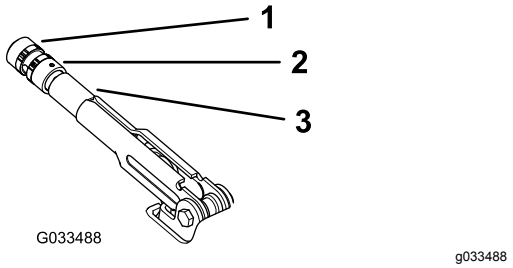

Figur 64
2. Løsn sætskruen, der fastgør skruen til parkeringsbremsehåndtaget (Figur 64).